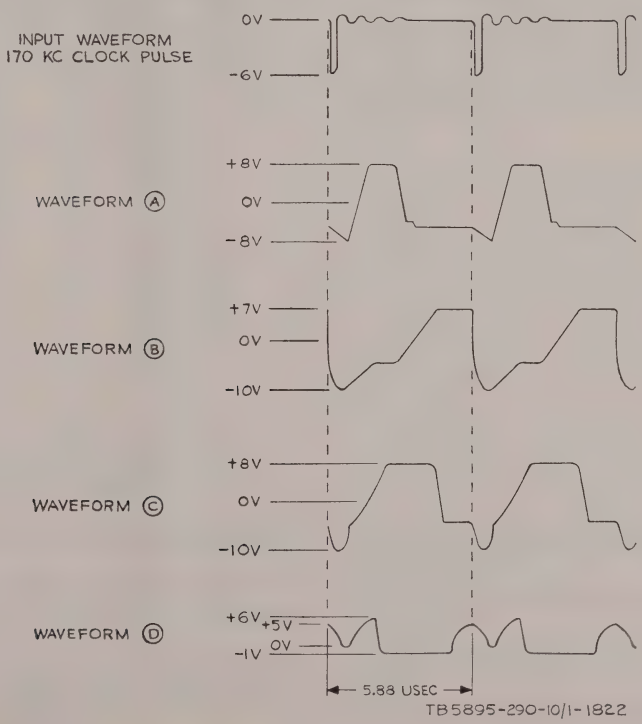

Figure 2. Read amplifier card assembly 533094, waveform diagram.
k. Observe that the waveform at each output jack corresponds to the output waveform shown on figure 2.